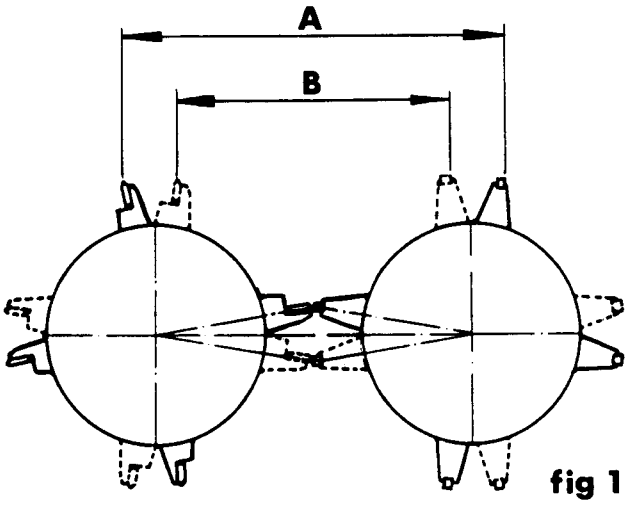

fig 1
The cutting length equals the difference between distances A and B in fig 1, i.e. the difference between the arms of the cutting and counter wheels at the beginning and end, of the knife (1)/counter rail (2) contact points. These two points are very distinct.
b) Turn the cutting wheels by hand to the points of first and last knife/counter rail contact. Measure the distance in acc with fig 1.
c) Before adjusting the cutting length, check the pins (3); if there is any sign of deformation of the conical surface, replace the pins. Adjust the cutting length with the screws (4).